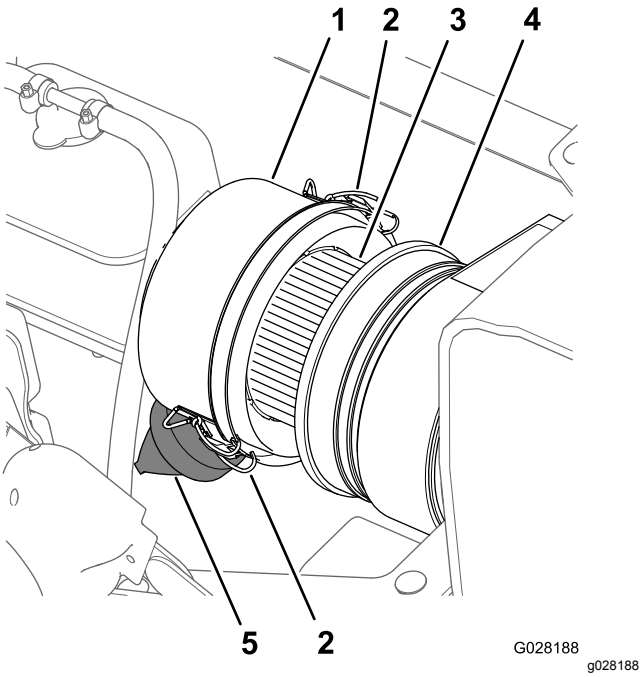

Figur 67
3. Rengjør støvhetten og luftrenserhuset (Figur 67).
4. Kontroller om luftrenserkroppen er skadet, noe som kan forårsake en luftlekkasje (Figur 67).
5. Klem støvventilen for å tømme den for støv og rusk (Figur 67).
7. Sjekk om luftfilterelementet har overflødig oppsamling av støv og rusk (Figur 67).
8. Fest støvhetten på luftrenserhuset og fest den med de to låsene (Figur 67).
2. Rengjør støvhetten og luftrenserhuset (Figur 67).
6. Tørk av innsiden av støvhetten, luftrenserhuset og støvventilen med en fuktig klut (Figur 67 og Figur 68).